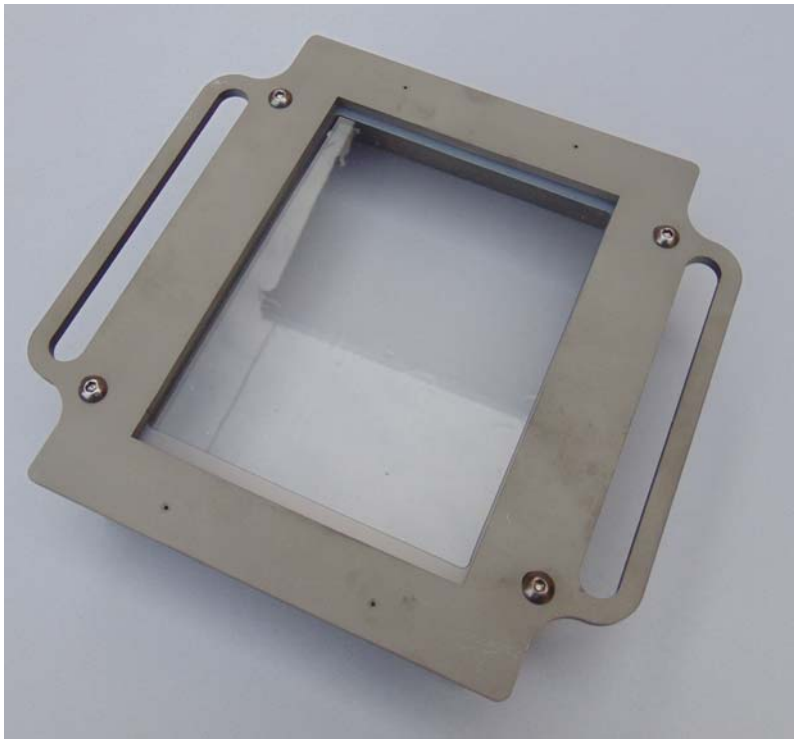

Fig. 9 – Step 4: Screws of vat base
4) **Insert the screws of vat base** and tighten not too (see Fig. 9), proceeding clockwise in small screwings at a time.